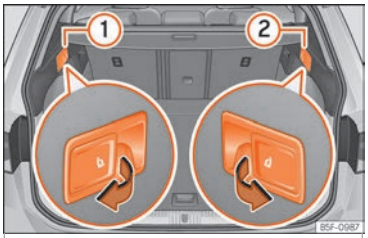

Fig. 164 In the trunk: levers for remote release of the left part (1) and right part (2) of the rear seat backrest.
- Pull the remote release lever of the left part ››› Fig. 164 (1) or right part (2) of the backrest in the direction of the arrow. The released part of the rear seat backrest is folded automatically down and forwards.